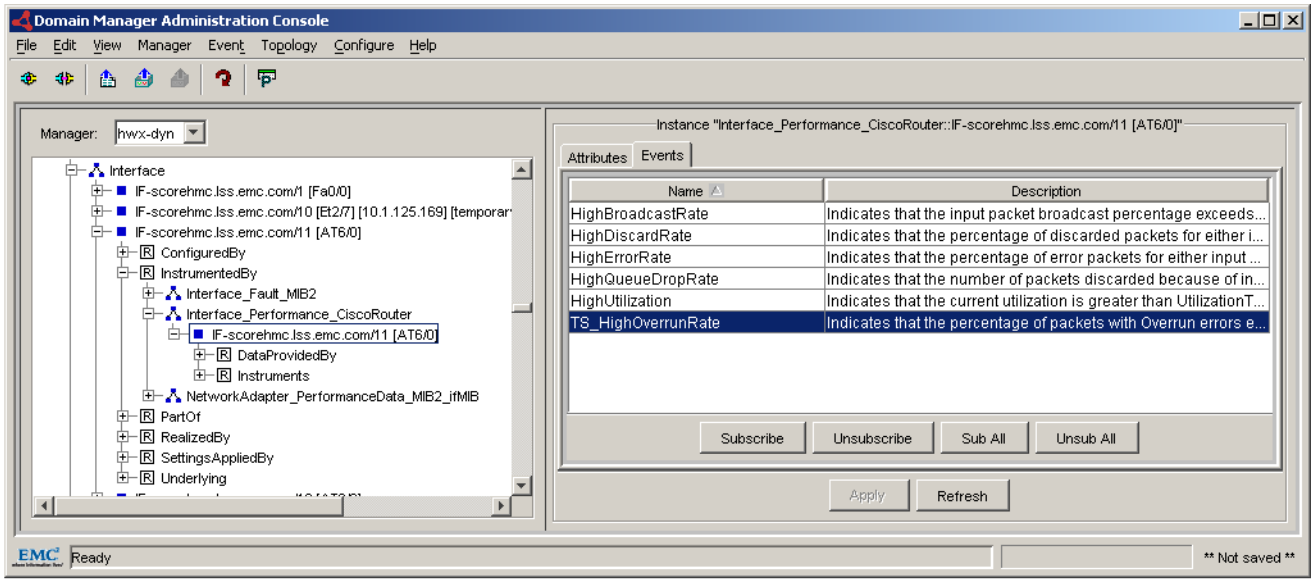

Figure 4-1 **Interface instance with the new TS_HighOverrunRate event**
4. Verify that the router and interface have been added to the topology, with the new TS_HighOverrunRate event in the Interface instance, as shown in Figure 4-1 on page 4-8.